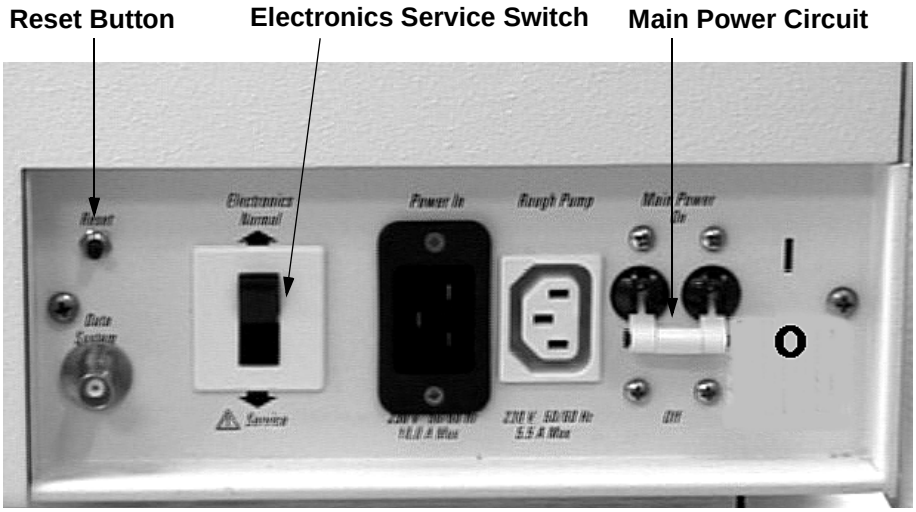
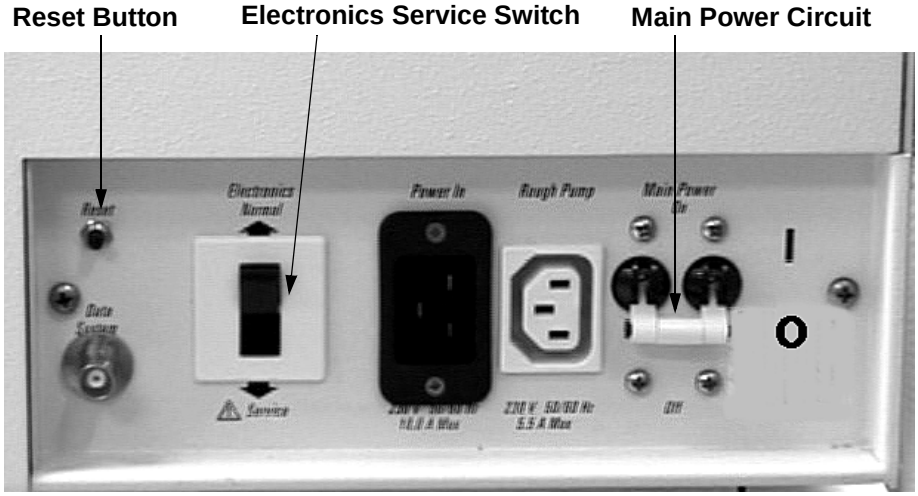

Figure 6-1. LCQ Advantage MAX power panel, showing the Reset button electronics service switch, and the main power circuit breaker switch
Figure 6-2. **LCQ Deca XP MAX power panel, showing the Reset button electronics service switch, and the main power circuit breaker switch**
If you need to turn off the MS detector in an emergency, place the main power circuit breaker switch, located on the power panel on the right side panel of the MS detector (see Figure 6-1 and Figure 6-2), in the Off (O) position. This turns off all power to the MS detector, including the vacuum pumps. Although removing power abruptly will not harm any component within the system, this is not the recommended shutdown procedure to follow. Refer to the **Shutting Down the System Completely** topic, on page 6-5, for the recommended procedure.
3. Place the electronics service switch, located on the power panel (see Figure 6-1 on page 6-2 for the LCQ Advantage MAX, or Figure 6-2 on page 6-3 for the LCQ Deca XP MAX), in the Service position. Power to the non-vacuum system electronics is turned off when you place the electronics service switch in the Service position.
4. Place the main power circuit breaker switch, located on the power panel (Figure 6-2) in the Off (O) position. When you place the main power circuit breaker switch in the Off (O) position, the following occurs:
If communication between the MS detector and data system computer is lost, it may be necessary to reset the MS detector using the Reset button on the power panel. When you press the Reset button (for 3 s), an interrupt in the embedded computer is created. This causes the embedded computer to restart in a known (default) state. See Figure 6-1 on page 6-2 (for LCQ Advantage MAX) or Figure 6-2 on page 6-3 (for LCQ Deca XP MAX) for the location of the Reset button.